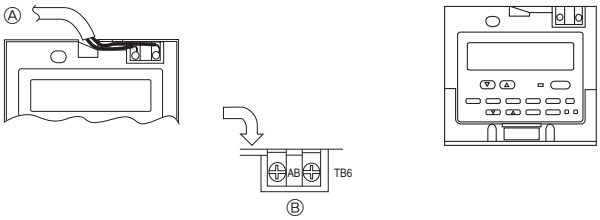

Fig. 7-8
2) Anschlußverfahren (Fig. 7-8)
① Das Fernbedienungskabel am Klemmenblock anschließen.